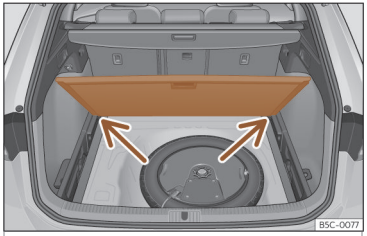

Fig. 124 Piano variabile del bagagliaio: posizione inclinata.
- Appoggiare il piano sugli appositi alloggiamenti››› **fig. 124** (frecce).